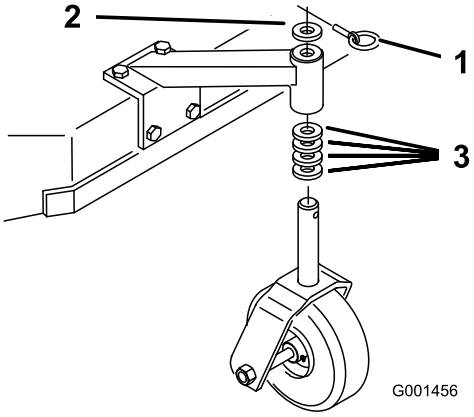

Figura 17
1. Utilizando a Tabela da altura de corte, ajuste os espaçadores do roda giratória para coincidirem com o orifício do eixo selecionado (Figura 17).
2. Retire o pino de bloqueio, faça deslizar a roda do suporte e mude os espaçadores (Figura 17).
3. Instale a roda no suporte e insira o pino de bloqueio (Figura 17).